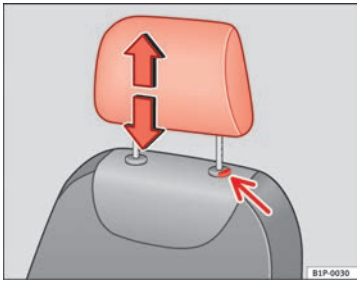

Fig. 89 Adjusting and removing the head restraints
– Press the button ⇒ fig. 89 (arrow).